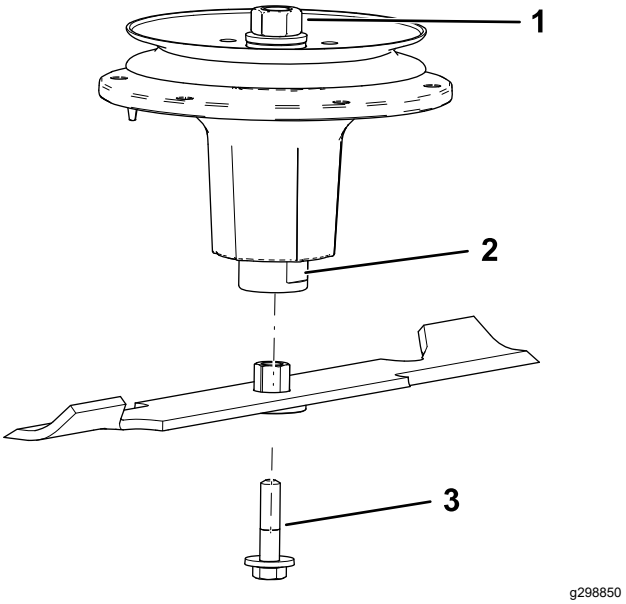

Figuur 109
2. Monteer de lagerbus en het mes in de spilas (Figuur 109).